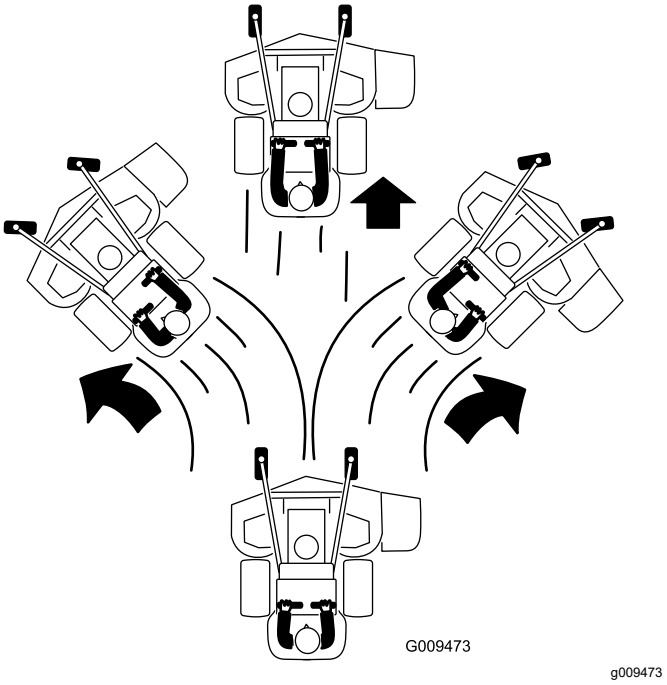

Figure 25
3. Poussez les leviers de commande de déplacement lentement en avant (Figure 25).